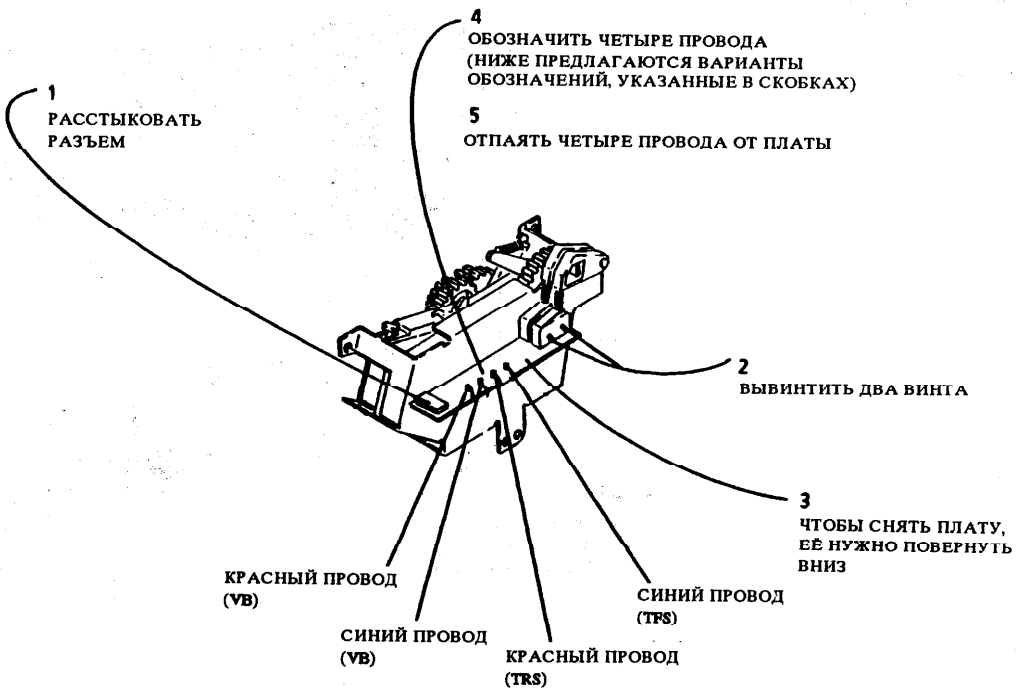

Рис. 1. Снятие платы выключателей положения предметного стола
(Рис. 1): Прежде чем отпаивать четыре провода от платы, обязательно обозначить их правильное положение. Неверное подсоединение проводов обусловит неправильное функционирование аппарата.
3. (Рис.1): снять плату выключателей положения предметного стола.